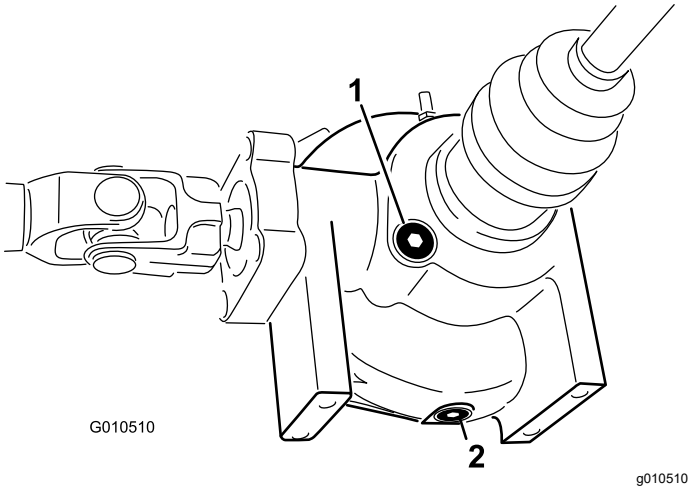

Figura 43
4. Limpe a área em torno do bujão de enchimento/controlo na parte lateral do diferencial (Figura 43).
4. Limpe a área em torno do tampão de escoamento na parte lateral do diferencial (Figura 43).